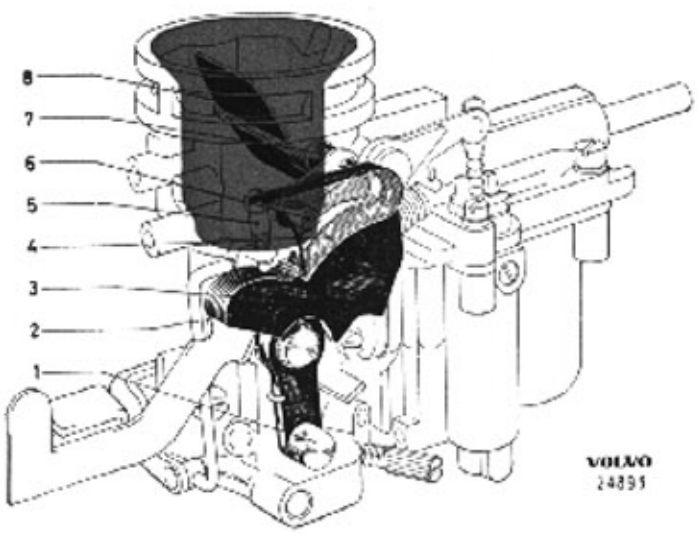

Bild 23-4. Chokeanordning med snabbtomgång
För att berika bränsleluftblandningen vid start av kall motor användes chokeanordningen, som manövreras från motorkåpan med ett reglage. Då reglaget vid start drages ut röres den kamformade hävarmen (4, bild 23-4). Därvid påverkas chokespjället (8) av fjädern (7) på spjällaxeln så att det stängs varigenom kraftigare vakuum och därmed större bränslegenomströmning erhålles. När motorn startat och vakuumet ökar kan luftspjället dock öppna sig i viss mån, emedan stängningskraften erhålles av fjädern på spjällaxeln. Därigenom undvikes för fet bränsleluftblandning, vid helt eller nästan helt utdraget reglage. Då chokereglaget skjutes in tvingas spjället att öppna sig helt, emedan spjällhävarmens medbringarpinne (6) löper i ett spår på den kamformade hävarmen.